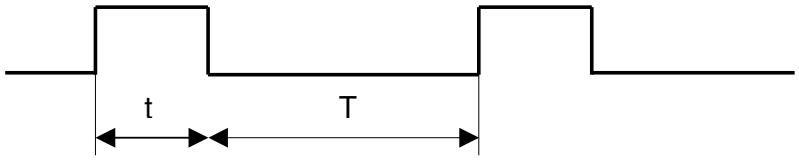

Rys. 1.
2. Moc wyjściowa do 500W. Moc regulowana jest przez zmianę napięcia wyjściowego poprzez regulację napięcia zasilającego stopień mocy w układzie PWM, co ilustruje rys. 1 ze skokiem 1% . Pod pojęciem wypełnienia rozumiany jest stosunek czasów t i T, co widać na następującym rysunku: